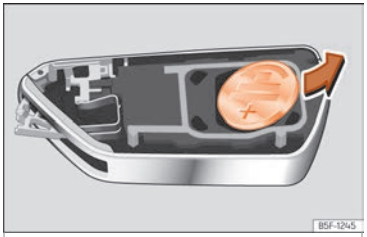

Abb. 84 Fahrzeugschlüssel: Batterie herausnehmen.
- Batterie mit einem geeigneten dünnen Gegenstand aus dem Batteriefach heraushebeln ››› Abb. 84.